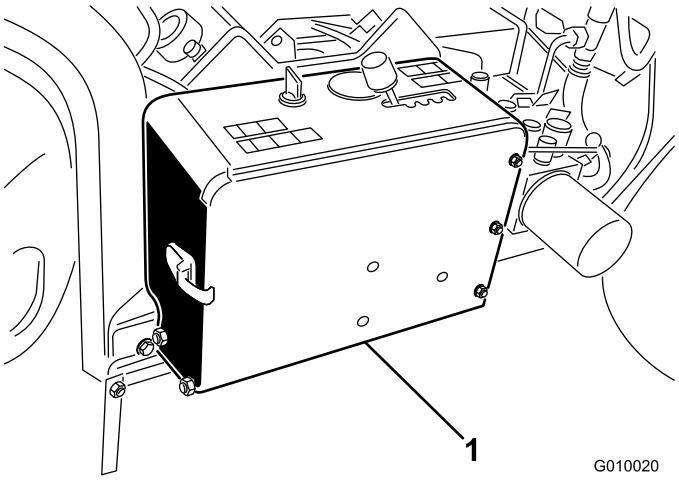

Figure 5
2. Sortez la batterie de son compartiment (Figure 5).